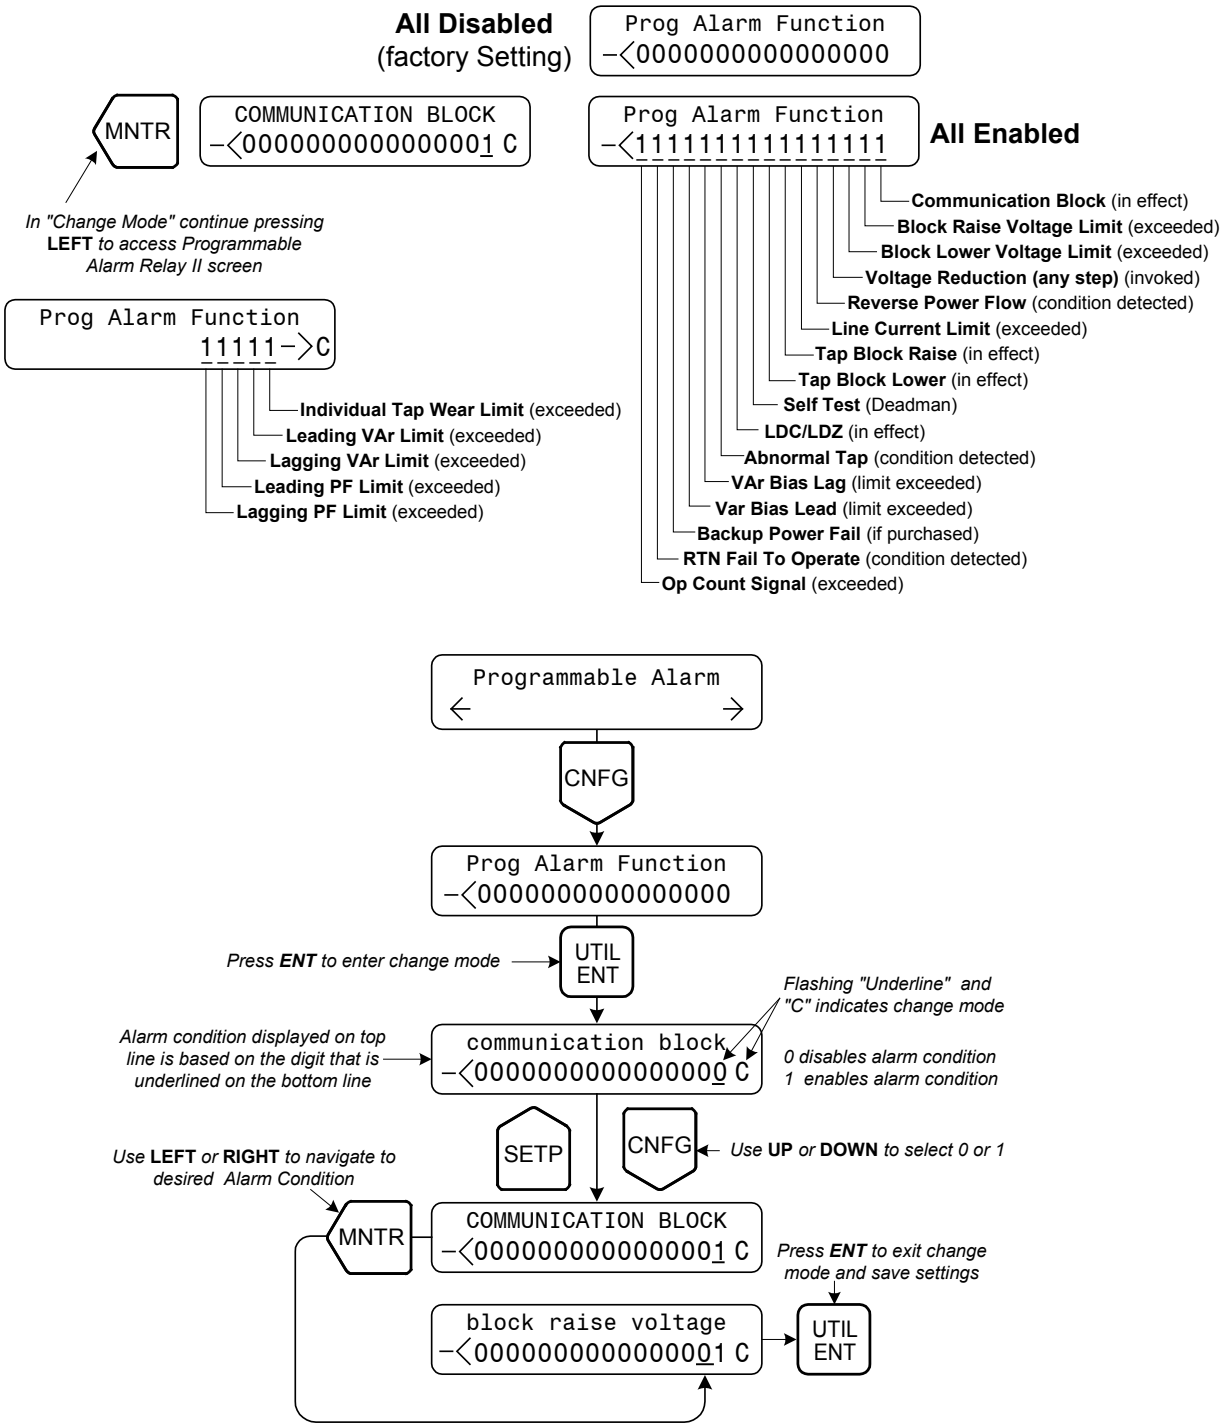

Figure 4-43 Programmable Alarm Function Programming
Each alarm condition (Figure 4-43) corresponds to one of the digits on the bottom line of the display: a "0" indicates that the alarm condition is disabled; a "1" indicates that the alarm condition is enabled.
■**NOTE**: See Figure 4-43 for the index of alarm functions.